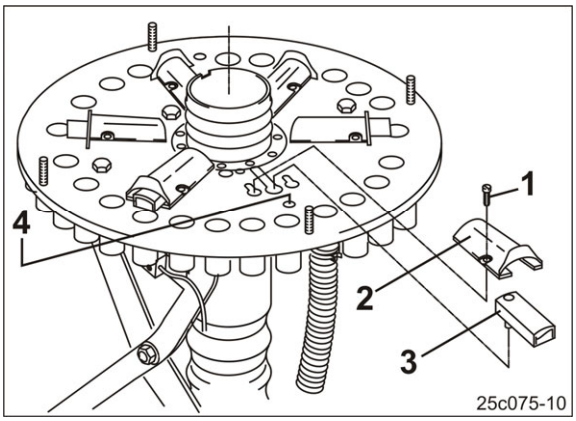

Fig. 254
8. Skru boltene (Fig. 254/1) ud.
9. Fjern spjældtunnellen (Fig. 254/2).
10. Spjældet (Fig. 254/3) sidder som vist i føringen.
11. Drej spjældet (Fig. 254/3), og sæt det i boringen (Fig. 254/4).
12. Skru spjældtunnellen (Fig. 254/2) på grundpladen.